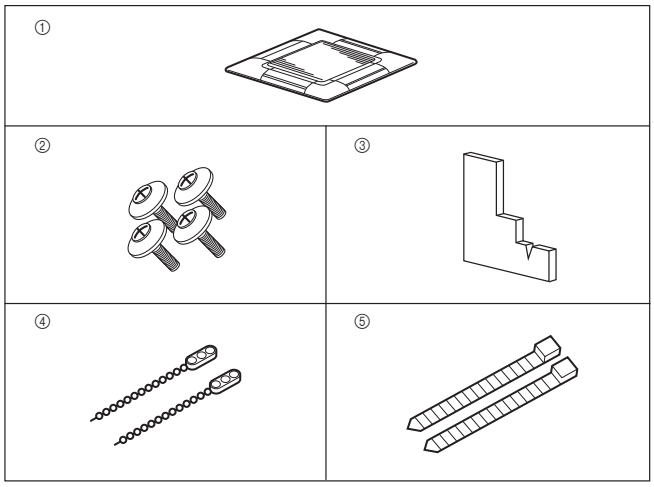

Fig. 8-1
8.1. Überprüfung des Gitterzubehörs (Fig. 8-1)